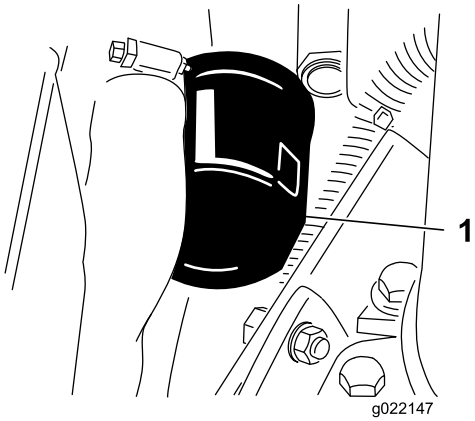

Figur 53
2. Avlägsna oljefiltret (Figur 53). Stryk på ett tunt lager ren olja på den nya filterpackningen innan den skruvas på. **Dra inte åt för hårt.**